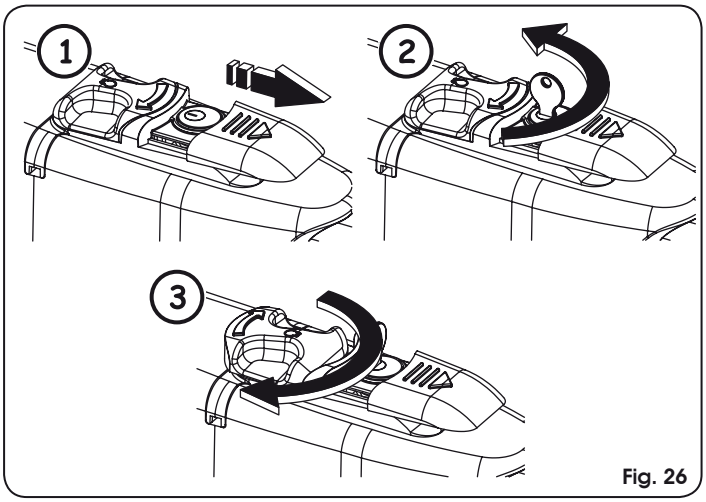

Fig. 26
2. Faire coulisser le capuchon de protection, Fig. 26/1.
3. Introduire la clé et la tourner de 90°, Fig. 26/2.
4. Pour débloquer l'opérateur tourner de 180° le levier de manœuvre dans la direction de la flèche présente sur le système de déblocage, Fig. 26/3.